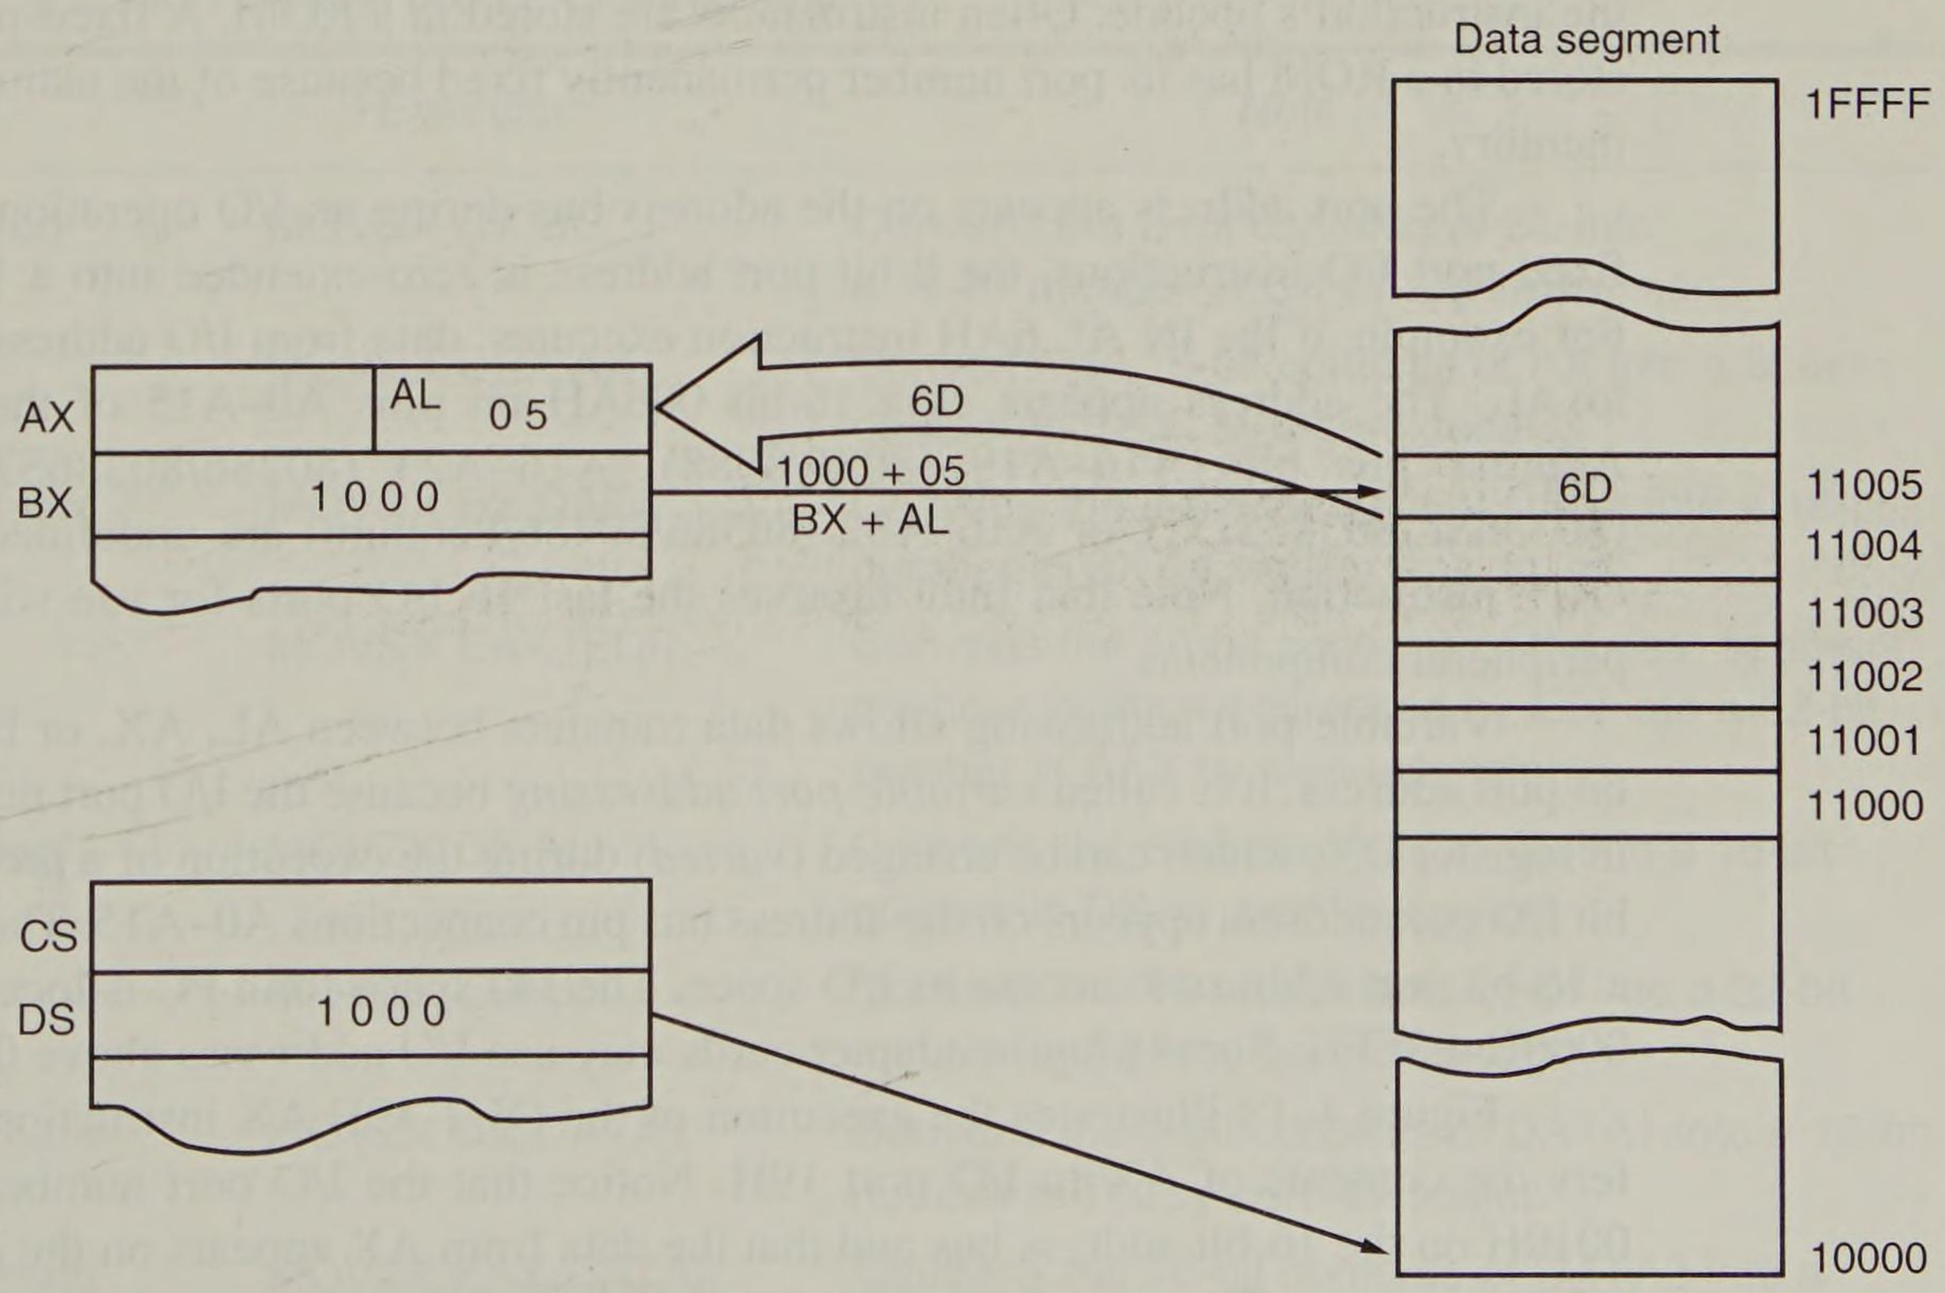

**FIGURE 4–17** The effect of executing the XLAT instruction at the point just before the 6DH from memory location 11005H is gated into the AL register.
Suppose that a seven-segment LED display lookup table is stored in memory at address TABLE. The XLAT instruction translates the BCD number in AL to a seven-segment code in AL. Example 4–8 provides a short program that converts from a BCD code to seven-segment code. Figure 4–17 shows the operation of this example program if TABLE = 1000H, DS = 1000H, and the initial value of AL = 05H (a 5 BCD). After the translation, AL = 6DH.
Figure 4–18 illustrates the execution of the OUT 19H,AX instruction, which transfers the contents of AX to I/O port 19H. Notice that the I/O port number appears as a 0019H on the 16-bit address bus and that the data from AX appears on the data bus of the microprocessor. The system control signal $\overline{\text{IOWC}}$ (I/O write control) is a logic zero to enable the I/O device.
**FIGURE 4–18** The location of the port address, data, and write control signal for the microprocessor. The OUT 19H.AX instruction places a 0019H on the address bus and the contents of AX on the data bus.